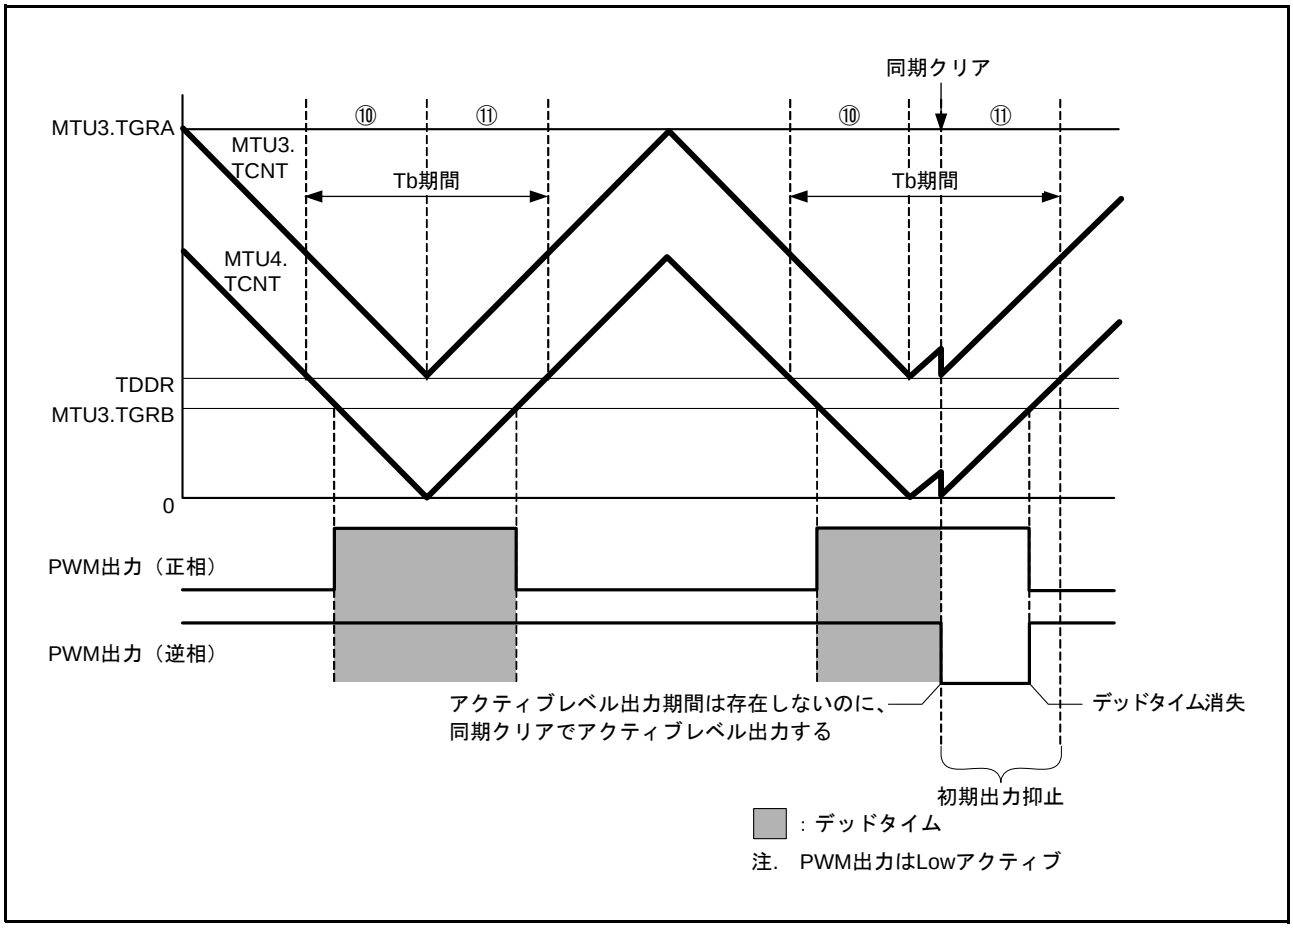

図 18.124　同期クリア例（条件 2 の場合）
条件 2：初期出力の抑止期間⑩、⑪にて、MTU3.TGRB ≦ TDDR、MTU4.TGRA ≦ TDDR、MTU4.TGRB ≦ TDDR のいずれかが成立する状態で、同期クリアした場合（図 18.124 参照）。